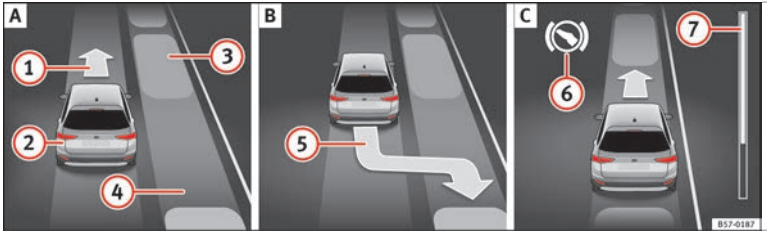
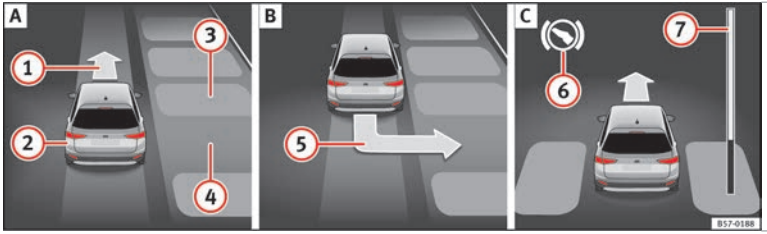

Fig. 220 On the instrument panel display: parallel parking. A Finding a parking space. B Parking position. C Manoeuvring.
Fig. 221 On the instrument panel display: perpendicular parking. A Finding a parking space. B Parking position. C Manoeuvring.
Key to **Fig. 220** and **Fig. 221**:
››› **Fig. 220** 7 and ››› **Fig. 221** 7 on the screen of the instrument panel displays the relative distance to be covered. The greater the distance, the fuller the progress bar. When driving forward, the content of the progress bar decreases upwards, and when reversing, it decreases downwards.
2.	Look at the display on the instrument panel to see if the space has been detected as "appropriate" and if the correct position for parking has been reached »» Fig. 220 B or »» Fig. 221 B.
OR: reverse until the instrument panel displays the message to go forwards »» Fig. 220 C or »» Fig. 221 C.
The Park Assist system steers the vehicle forward and back until it centres it in the space »» Fig. 220 C or »» Fig. 221 C.